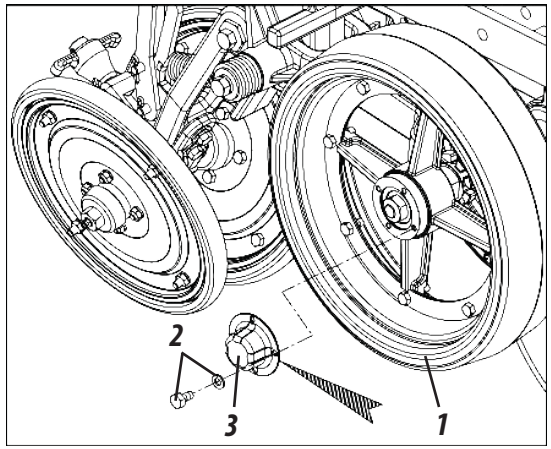

Figure 62
LUBRICATE EVERY 200 HOURS OF OPERATION (FIGURE 62)
2- In the compactor wheels (1) loosen the screws and washers (2), remove the hubcap (3) and insert new grease. Replace the hubcap (3) on the compactor wheels (1) and fasten them using screws and washers (2), **as shown in figure 62.**